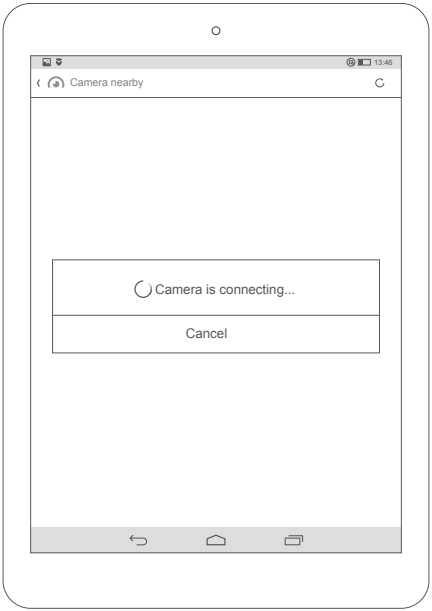

Figure 5 Wi-Fi Interface
3) Click “+”, the Wi-Fi signals nearby can be found. Select the one start with “NSE_UV100”. See Figure5: